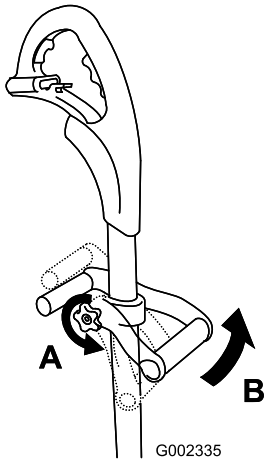

Figura 1
1. Allentate la manopola, quindi alzate o abbassate l'impugnatura di sostegno sull'albero, fino all'altezza richiesta (Figura 1).
2. Girate l'impugnatura di sostegno in una posizione confortevole (Figura 1) e serrate la manopola.